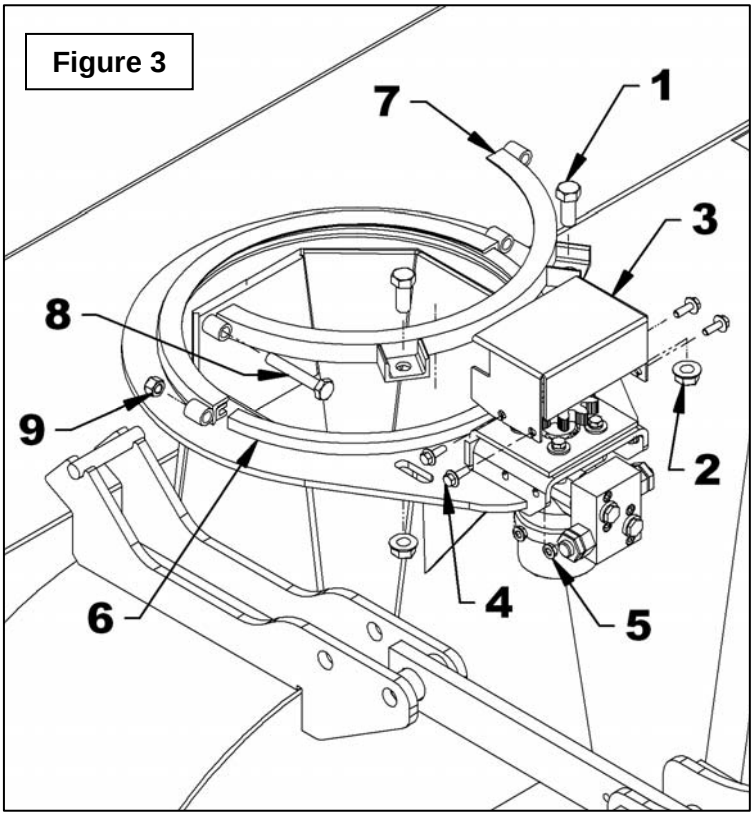

Figure 3
1. **Figure 3:** Remove the two bolts and nuts (items 1-2) from the retaining plate (item 7) and the two bolts and nuts (items 8-9) holding the two retaining plates together.
2. **Figure 3:** Remove the gear protector (item 3) by taking off the four bolts and the four nuts (items 4-5).
5. **Figure 3:** Remove the chute and the rotation bushing (item 6) by sliding it back.
1. After having removed the existing chute, temporarily install the retaining plate (fig.3, item 7) in order to create the most perfect circle possible.